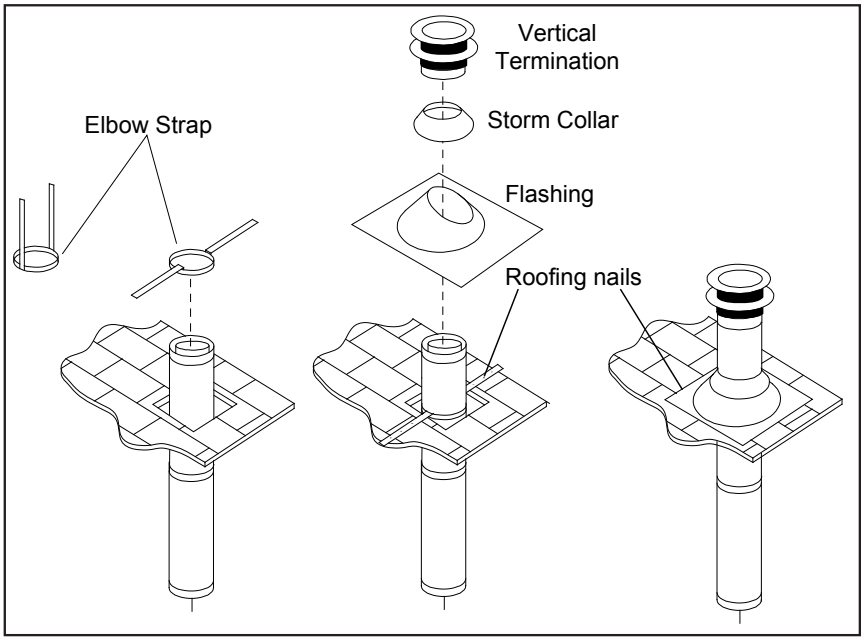

Figure 31. Vertical Vent Termination
STEP 6. Once the pipe sections have been joined, and run up through the hole in the roof, slip an elbow strap over the exposed sections, bend the support straps outwards, and push the elbow strap down to the roof level, as shown in Figure 31. Tighten the clamp around the pipe section. Use a level to make sure the pipe is truly vertical. With roofing nails, secure the support straps to the roof. Seal the nails holes heads with non-hardening mastic. Trim the excess length of the support straps that extend out beyond the edge of the flashing.
STEP 9. Slip the storm collar over the pipe, and push it down to the top of the roof flashing as shown in Figure 31. Use the non-hardening sealant around the joint between the pipe and the storm collar.